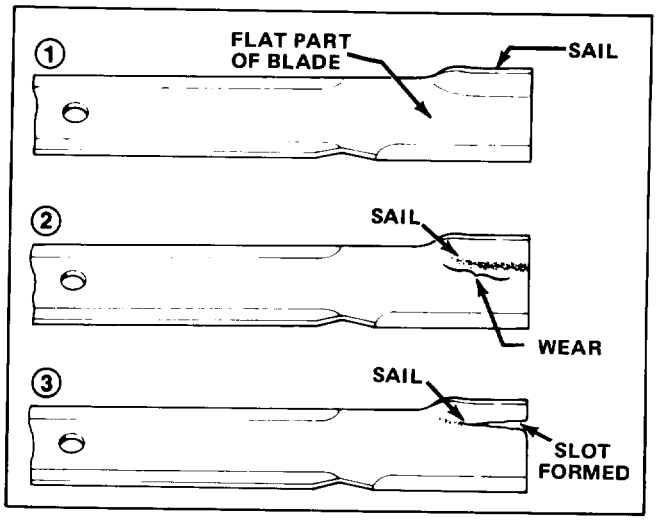

Figure 27
2. Examine cutting ends of the blade carefully, especially where the flat and curved parts of the blade meet (Fig. 27). Since sand and abrasive matrial can wear away the metal that connects the flat and curved parts of the blade, check the blade before using the mower. If wear is noticed (Fig. 27), replace the blade.